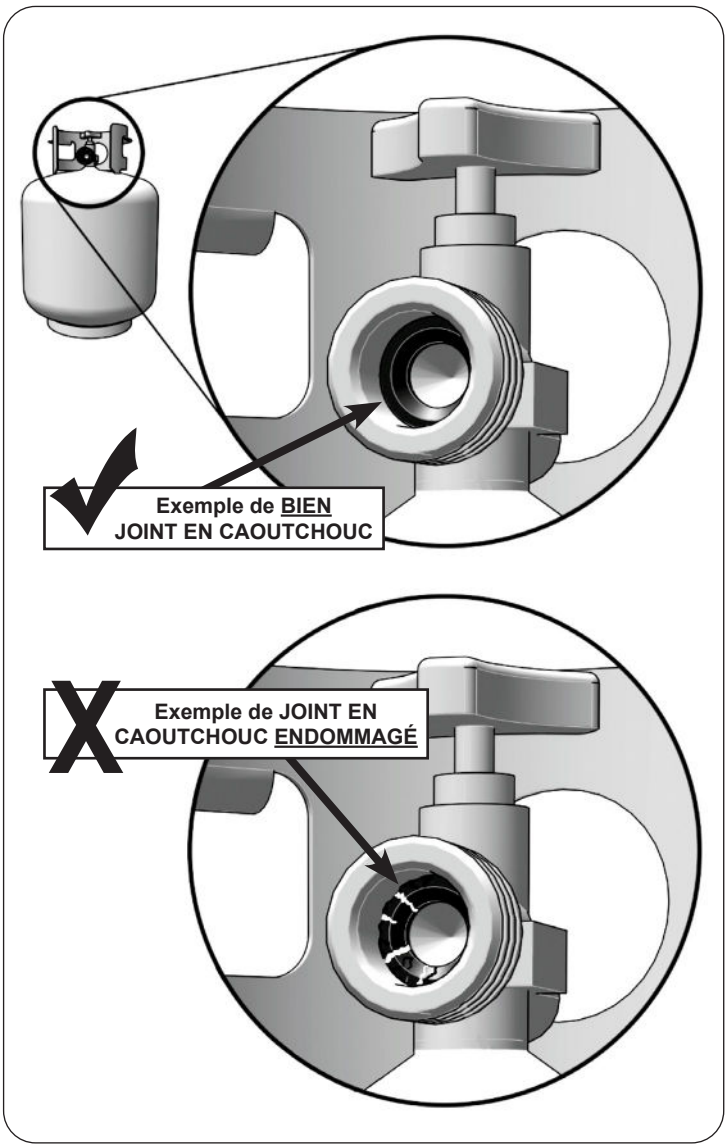

Fig. 10-1 Inspecter le joint en caoutchouc
d. **Connexions CGA 791 sur les bouteilles de GPL :** l'élément d'étanchéité en élastomère de la face de la bouteille de ces appareils peut, au fil du temps, présenter des dommages ou une détérioration marqués et visibles susceptibles de provoquer une fuite même avec la connexion serrée. Une inspection visuelle du joint doit être effectuée chaque fois qu'une bouteille de GPL est remplacée ou remplie. Toute bouteille de GPL présentant des signes de dommages ou de détérioration, tel qu'illustré à la Fig. 10-1, y compris des fissures et des piqûres visibles, doit être remplacée.